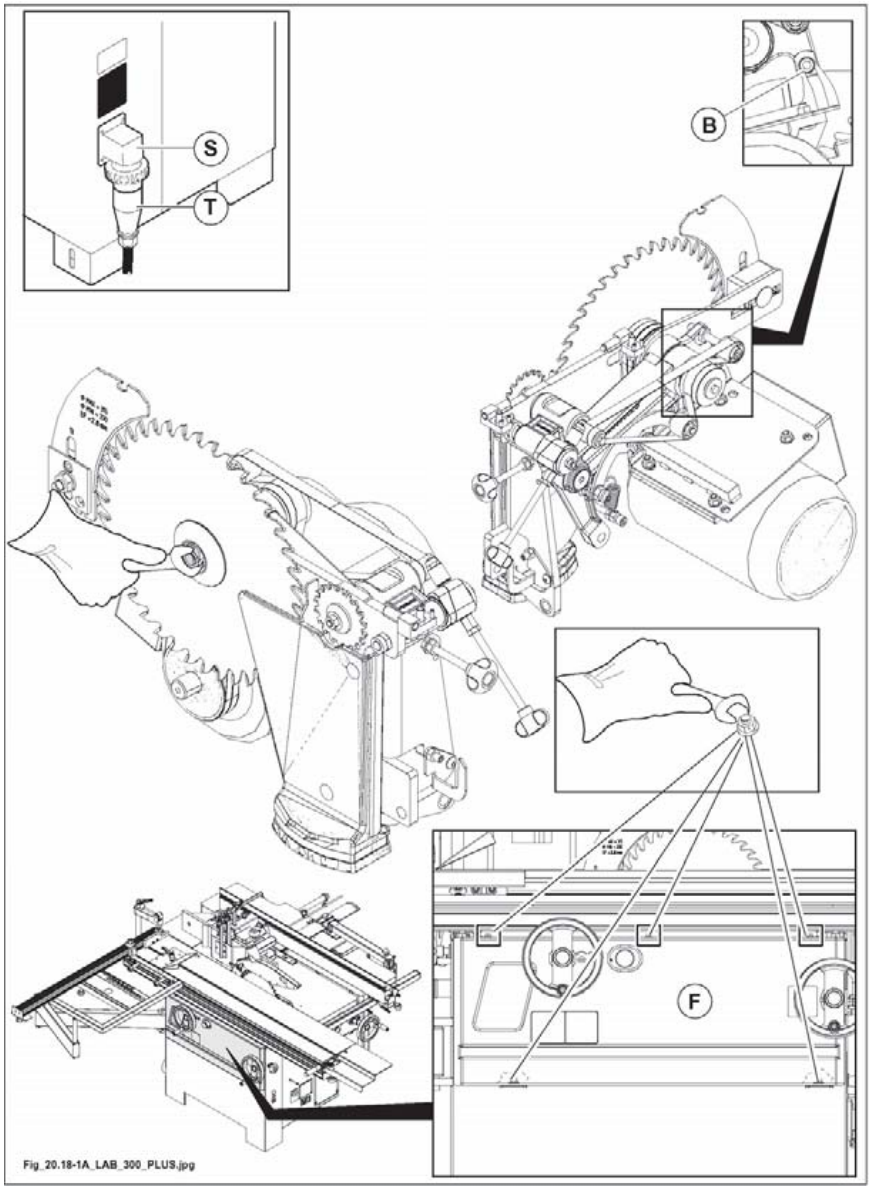

Abb.20.18-1-A
- Den vorderen Schutz ausbauen (F Abb. 20.18-1-A).
- Die Schraube (B Abb. 20.18-1-A) lösen.
- Den Motor nach oben drücken und die Schraube (B Abb. 20.18-1-A) festziehen.
- Die Schraube (B Abb. 20.18-1-A) lösen und die Riemen spannen (siehe Abschn. 20.23).
- Die Schraube (B Abb. 20.18-1-A) festziehen.
- Den vorderen Schutz (F Abb. 20.18-1-A) wieder einbauen.